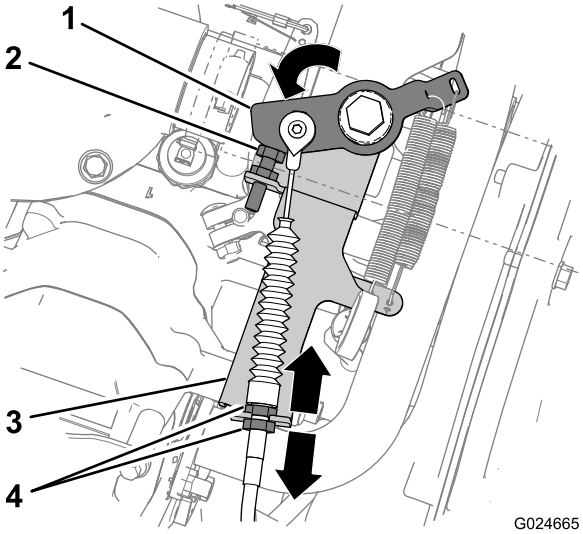

Figur 87
- Løsn den indvendige kontramøtrik til gaskablet, og stram den udvendige kontramøtrik for at reducere afstanden (Figur 87).
- Løsn den udvendige kontramøtrik til gaskablet, og stram den indvendige kontramøtrik for at reducere afstanden (Figur 87).
4. Kontroller, at kontramøtrikkerne til gaskablet er stramme (Figur 87).